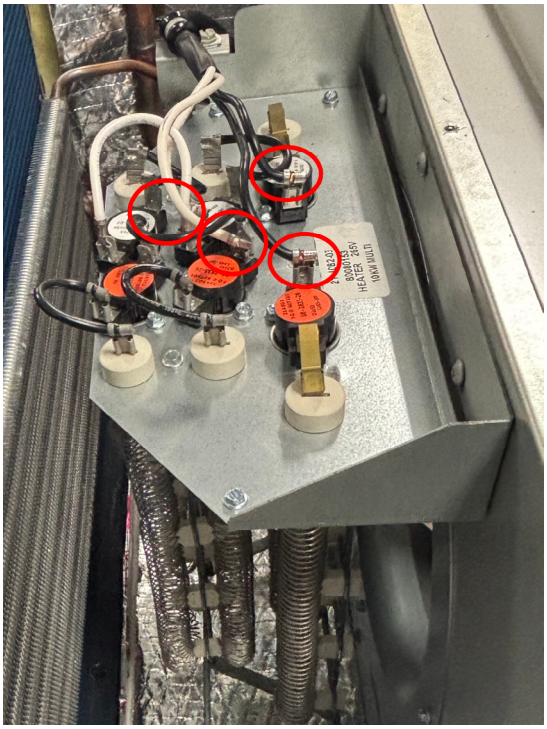

Figure 438 (Heater)
4. If line voltage is applied, Remove power from unit , disconnect input wiring (See figure 438), and Ohm out coils for proper resistance values. An indication of an open or shorted coil will be the most likely result of a coil that has malfunctioned. See Figure 439. Replace Heater if coils are open, shorted, or out of tolerance.
5. If line voltage is applied, Remove power from unit , disconnect input wiring (See figure 438), and Ohm out coils for proper resistance values. An indication of an open or shorted coil will be the most likely result of a coil that has malfunctioned. See Figure 439. Replace Heater if coils are open,